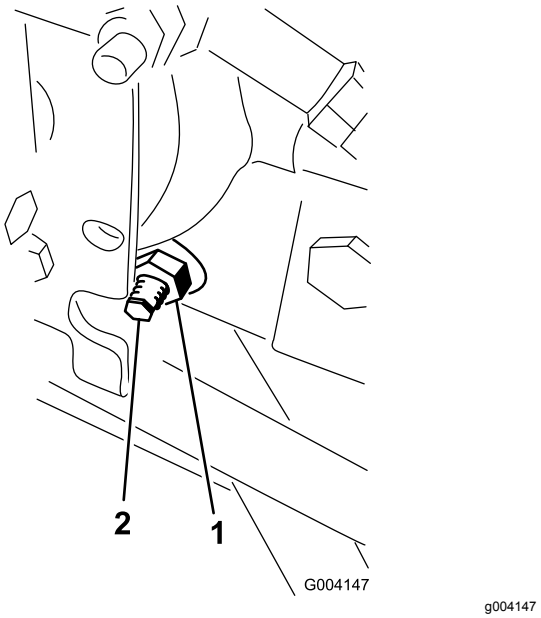

Figur 82
3. På den høyre siden av hydrostaten løsner du festeskruen på trekkjusteringskammen (Figur 82).